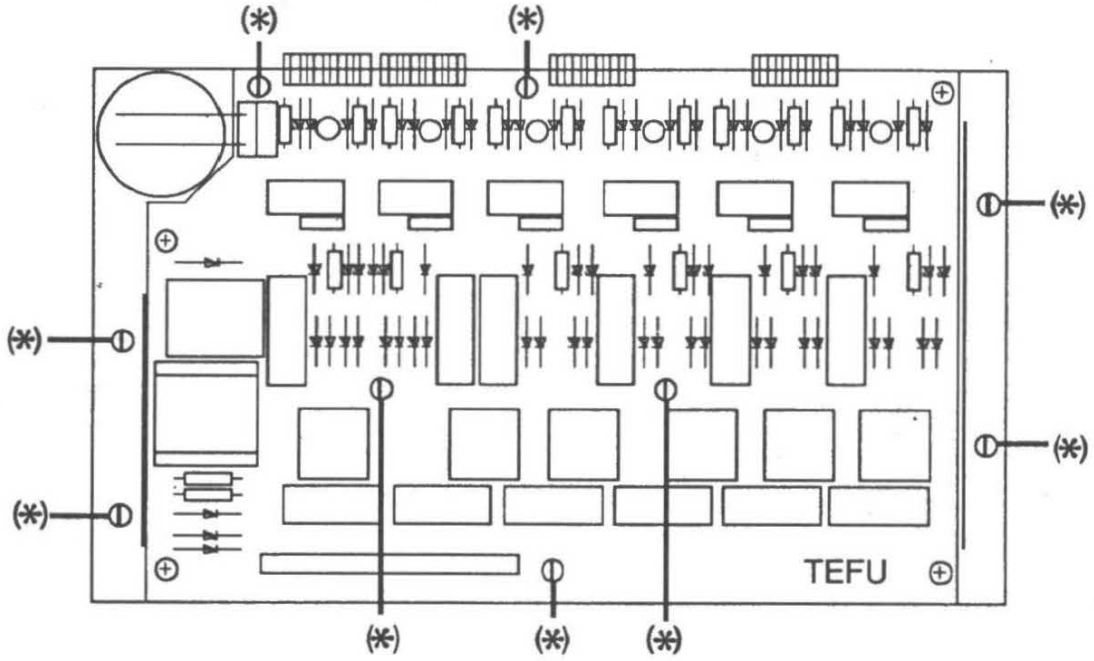

Fig 22 Befestigung ANZE/TEFU
- 9 Schlitzschrauben(unverlierbar) lösen, siehe Fig 22 mit (*) gekennzeichnet